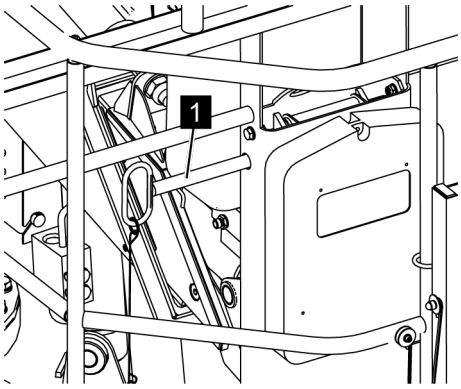

Fig. 77: Inserting the fastening bolts
10. *Insert the fastening bolts (*Fig. 77*/1).*